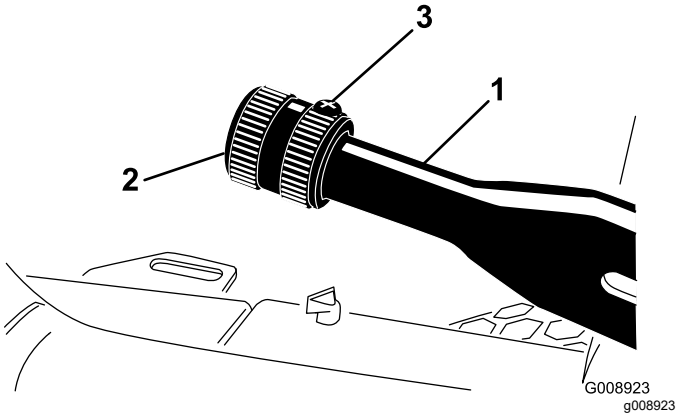

Figur 62
2. Løsn sætskruen, der fastgør skruen til parkeringsbremsehåndtaget (Figur 62).